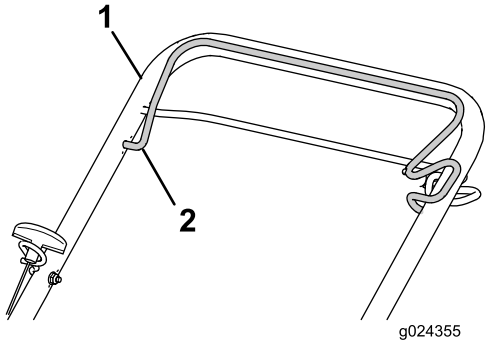

Figur 13
3. Håll knivstyrstången mot det övre handtaget (Figur 13).